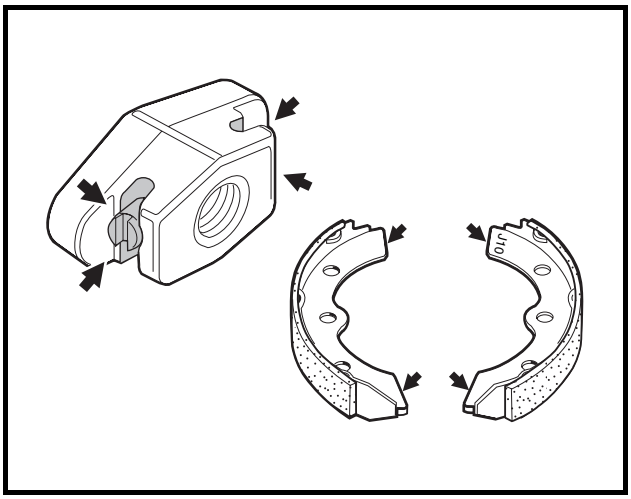

Figure 6-21 Lubricate Shoes
5. Use a small brush to carefully apply a light coat of white lithium NLGI #2 grease (Dow Corning BR2-Plus or equivalent) to each end of both brake shoes and into the slots in the brake shoe mounting block as shown **(Figure 6-21, Page 6-10)**. **See preceding WARNING.**